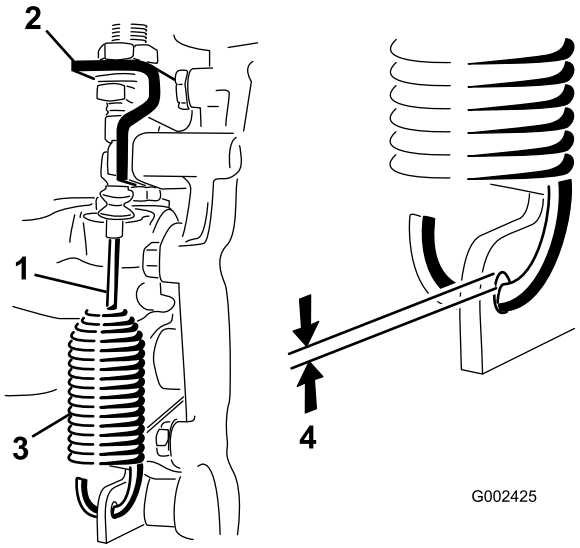

Figur 51
1. Fjern splittpinnen som fester kabelen for høy/lav hastighetsinnstilling til transakselen (Figur 51).
2. Løsne på låsemutterne som fester differensialsperrekabelen til braketten på transakselen (Figur 51).